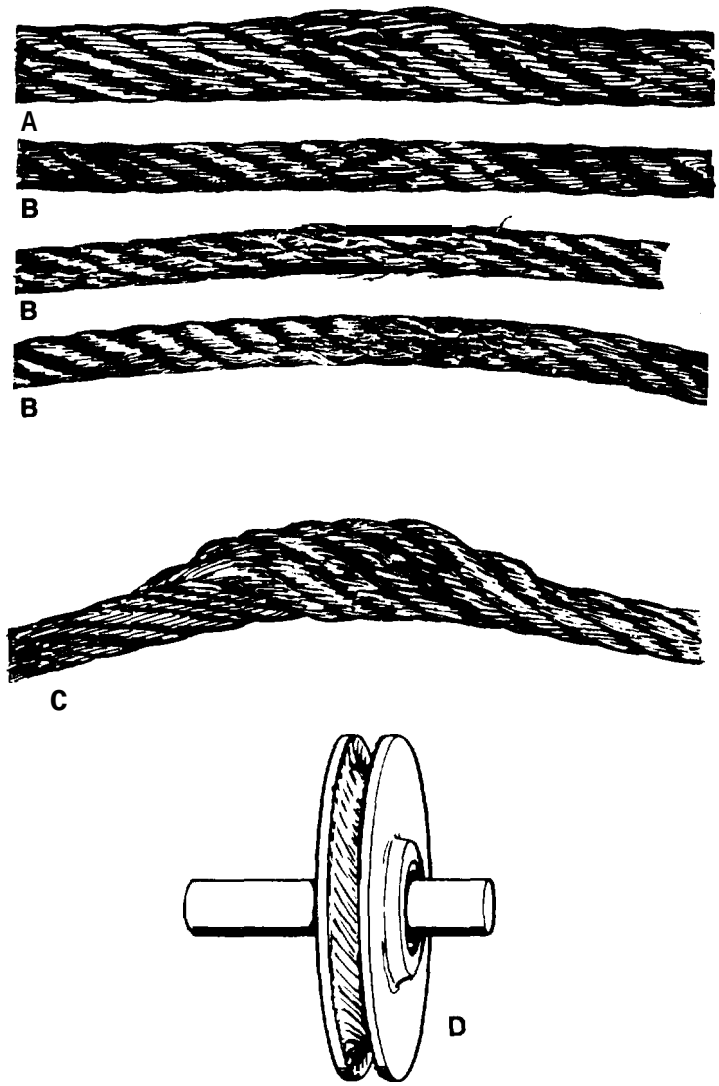

Figure 4-49. *Damage From Incorrect Handling*
6. Incorrect handling results indifferent types of damage to wire rope (Figure 4-49):
a. Rope damaged by being rolled over some sharp object (A).
b. Damage resulting from bad drum winding (B).
c. Drum crushing is evidence of bad winding conditions (C).
d. Damage resulting from a deeply corrugated sheave (D).